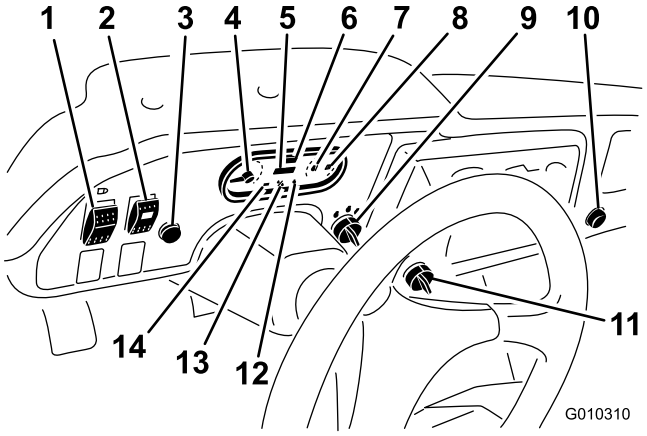
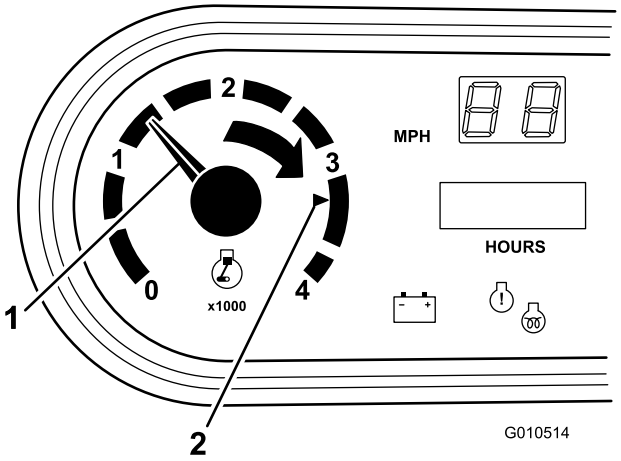

Figur 10
Figur 11
Tändningslåset (Figur 10) används för att starta och stänga av motorn. Det har tre lägen: Av, På/förvärmning och Start. Vrid nyckeln medurs till startläget så att startmotorn går igång. Släpp nyckeln när motorn startar. Nyckeln kommer att flyttas till det påslagna läget automatiskt. Stäng av motorn genom att vrida nyckeln moturs till det avstängda läget.
Anger total tid som maskinen har använts. Timmätaren (Figur 10) startas när tändningsnyckeln vrids till det påslagna läget (ON) eller om motorn går.
Om man sätter omkopplaren (Figur 10) i lågväxelläget och tar ut nyckeln, är treans växel spärrad i högväxelläget. Motorn stängs av om växelväljaren läggs i trean när högväxelläget är valt. Nyckeln kan tas ut i valfritt läge.
Använd denna omkopplare (Figur 10) för att slå på och av strålkastarna.
Varningslampan för oljetryck (Figur 10) tänds när motorns oljetryck sjunker under en säker nivå när motorn är igång. Om lampan blinkar eller lyser med ett fast sken måste du
Glödstiftslampan (Figur 10) lyser röd när glödstiften har aktiverats.
Visar kylvätsketemperaturen i motorn. Fungerar bara när tändningen är i det påslagna läget (Figur 10). Den röda indikatorlampan tänds och blinkar om motorn överhettas.
Tänds när batteriet är urladdat. Om lampan tänds under körning ska du stanna fordonet. Stäng av motorn och försök lokalisera felet, t.ex. generatorremmen (Figur 10).
Bränslemätaren visar hur mycket bränsle som finns i tanken. Den fungerar bara när tändningen är i det påslagna läget/förvärmingsläget (Figur 10). Röd lampa betyder att bränslenivån är låg och blinkande röd lampa betyder att tanken nästan är tom.
Vrid brytaren för att aktivera hydrauliken med högt flöde (Figur 10).
Tryck på signalhornsknappen för att aktivera signalhornet (Figur 10).
Registrerar motorns varvtal (Figur 10 och Figur 11). En vit triangel betyder önskat varvtal för körning med kraftuttag (Figur 11).
Registrerar fordonets hastighet (Figur 10). Hastighetsmätaren anger MPH men kan enkelt växlas över till visning i KPH (km/h), se Växla hastighetsmätare (sida 51).
Använd kraftuttaget (Figur 10) för att driva extra elutrustning på 12 V.